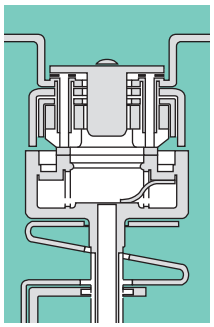

fig. 2
■ isolation of the main circuit is achieved by the separation of the main contacts (fig. 2). The arcing contacts are still closed.